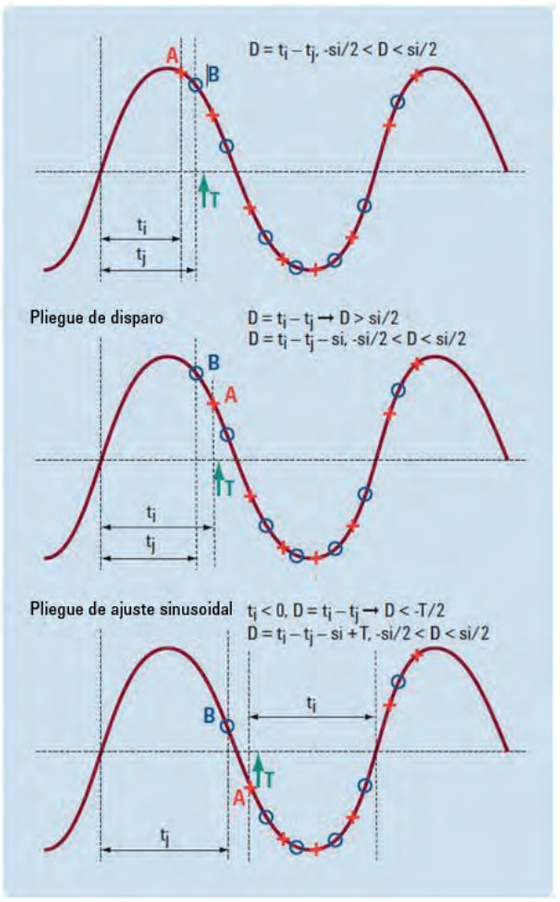

Figura 1. El método de medida descrito presenta dos tipos de ambigüedades de pliegues (pliegue de disparo y pliegue de ajuste sinusoidal).
El método descrito anteriormente contiene dos ambigüedades de pliegues inherentes, tal como se explica en los diagramas de la Figura 1 (4)
La segunda ambigüedad, llamada pliegue de ajuste sinusoidal, se deriva del ajuste sinusoidal, que genera una fase de ±p. El disparo puede producirse en un momento en el que el canal A tenga una fase negativa y el canal B, una fase positiva (Figura 1, diagrama inferior). En esos casos, el periodo T de la onda sinusoidal debe sumarse a la diferencia ti-tj para obtener el retardo del reloj de muestreo D.